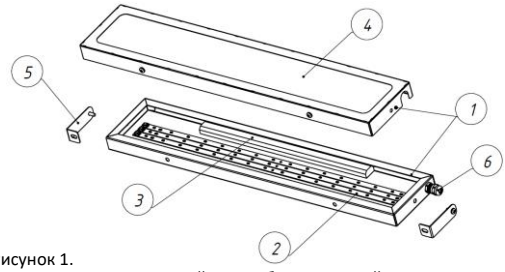

Рисунок 1.
3.2. Светильник Geniled состоит из основных частей (см. рисунок 1):